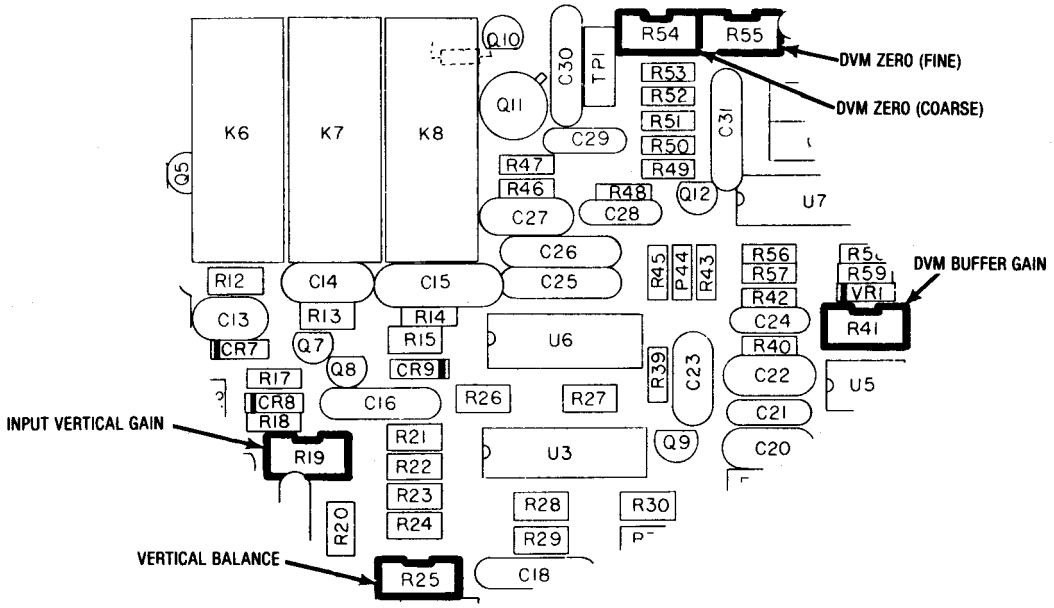

Figure 5-13. Front Panel Interface Alignment Points
5. Adjust the Input Vertical Gain Potentiometer on the Front Panel Interface Board (Figure 5-13) for a 6 cm p-p sinewave on the CRT. (Use the front panel Position Controls to center the waveform on the CRT.)
3. Adjust the DVM Zero (Coarse) and the DVM Zero (Fine) Potentiometers on the Front Panel Interface Board (Figure 5-13) for a zero reading on the DVM Display.
4. Adjust the Coarse DVM Zero and the Fine DVM Zero on the Front Panel Interface Board (Figure 5-13) until the external DVM reads 0 $\pm$ 0.5 millivolts DC.
5. Remove the short circuit on the DVM input jack and apply approximately 0.900 volts DC from an external power supply. The voltage between TP2 and TP9 of the Scope/DVM Control Board should be within $\pm$1 mv of the voltage at the front panal DVM input jack. If the unit fails this test, adjust the DVM Buffer Gain on the Front Panel Interface Board (Figure 5-13) until the above two voltages are equal.